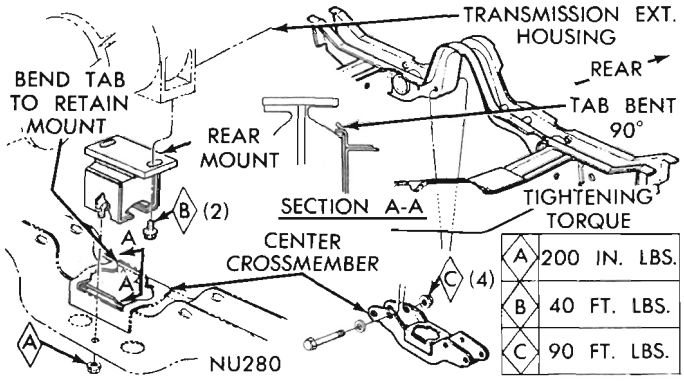
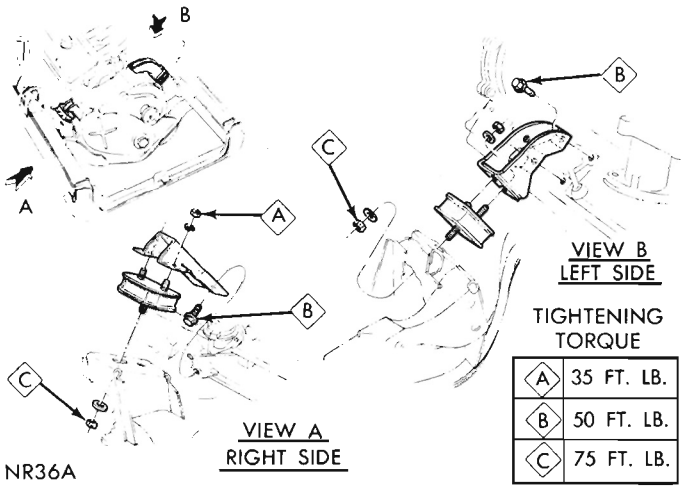

Fig. 4—Engine Rear Support—Valiant and Barracuda
Fig. 7—Front Engine Mounts—Valiant and Barracuda
(9) Remove clutch torque shaft, brake cables and rods.
(10) Remove speedometer cable and gear shift rods.
(11) Disconnect propeller shaft and tie-up out of way.
(12) Install engine support fixture Tool C-3487 and leg C-3806 to support rear of engine.
(13) Remove engine rear support crossmember (Figs. 4, 5 or 6).
(14) Remove transmission bolts from clutch housing.
(15) Remove transmission.
(16) Lower vehicle.
(17) Install engine lifting fixture Tool C-3804 to cylinder head and attach a chain hoist to fixture eyebolt.
(18) Remove engine support fixture.
(19) Remove front engine mount bolts (Figs. 7, 8 or 9).
(20) Lift engine from engine compartment and install in engine repair stand.